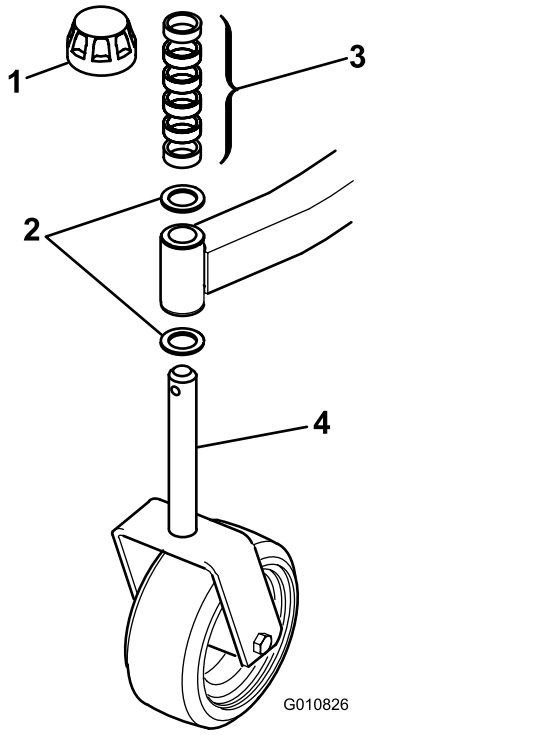
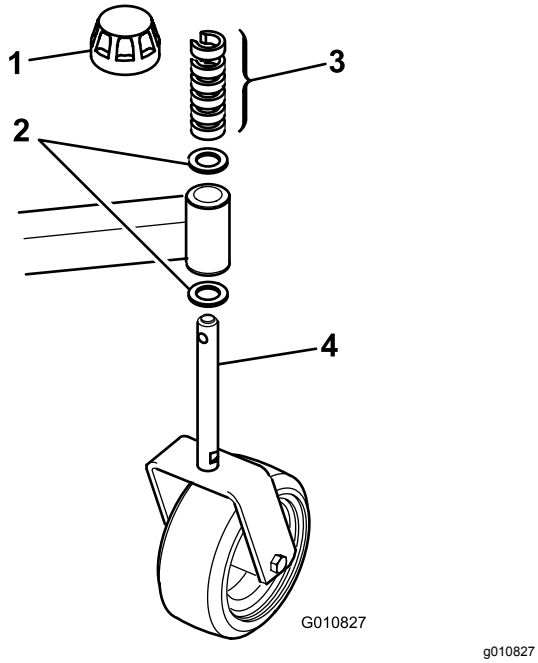

Figur 3
Figur 4
1. Ta bort spännlocken från spindelaxlarna och skjut av distanserna och tryckbrickorna (Figur 3 och Figur 4).